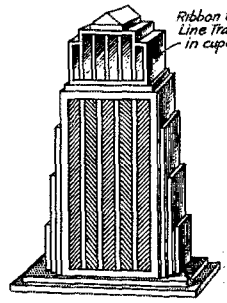

FIG. 2—SKETCH OF THE MICROPHONE CASE
The drawing of the d.c. field type velocity microphone, Fig. 2, page 24, February *QST*, has occasioned some confusion among constructors because the overall width and thickness dimensions of the pole pieces (1) were incorrectly shown. These dimensions should be doubled; i.e., the pole pieces should be one inch wide and $\frac{3}{8}$-inch thick. This becomes apparent when the drawing is checked, because each pole piece must have a half-inch hole drilled in it to take the yoke (3), and because the ends of the yoke would project beyond the pole pieces if the latter are only 3/16-inch thick.